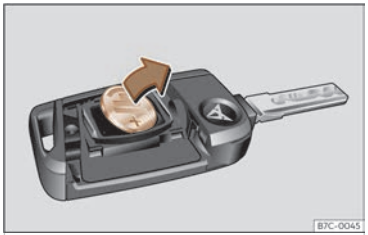

Fig. 44 Llave del vehículo: extracción de la pila.
- Extraiga la pila del compartimento con un objeto fino adecuado ››› fig. 44.